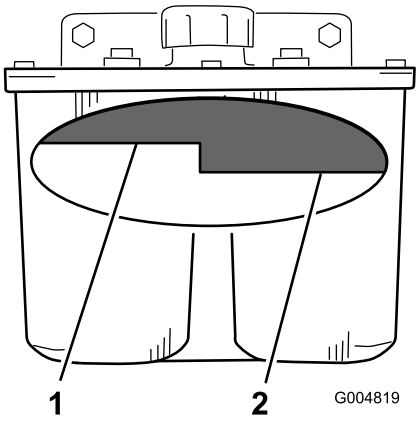

Figur 72
2. Rengör området runt påfyllningsröret till hydraultanken (Figur 72).
3. Skruva av tanklocket på påfyllningsröret. Titta inuti och kontrollera om det finns någon olja i behållaren (Figur 72).
Obs: Oljenivån ska nå upp till överkanten på markeringen för varmt på skärmen, när oljan är varm (Figur 72).